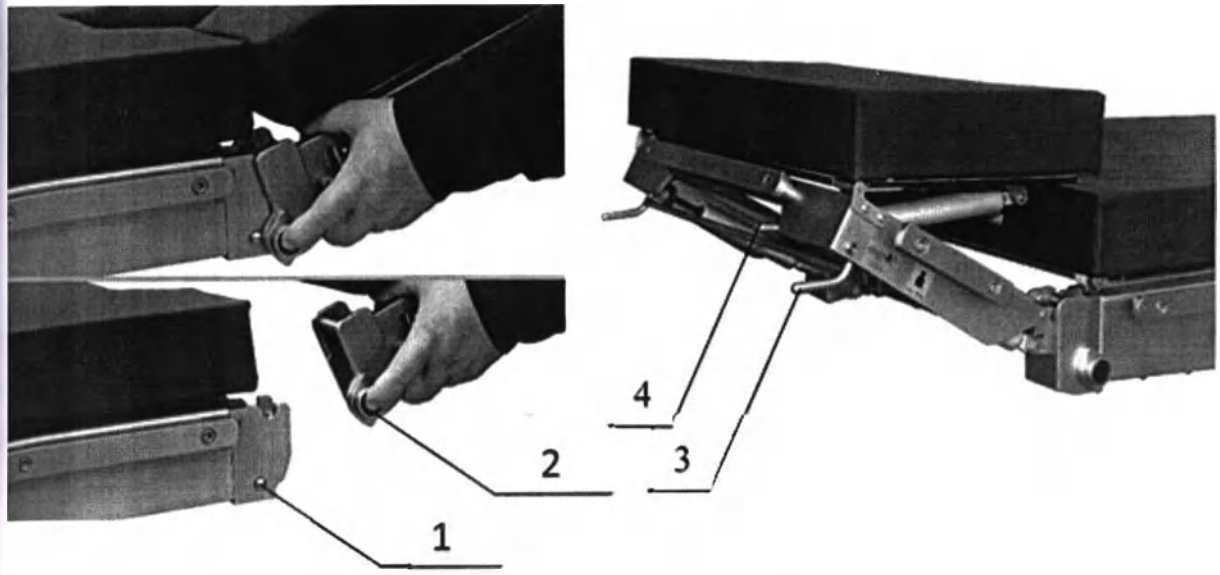

Рисунок 9. Головная секция на газовых пружинах.
- Наденьте зажимы на кронштейны спинной секции и убедитесь что фиксаторы 1 защелкнулись (Рисунок 9);
- Поднимите вверх рукоятку 3, расположенную под головной секцией (Рисунок 9). При этом произойдет разблокирование газовых пружин, и головная секция поднимется вверх. Установите необходимый наклон головной секции и отпустите рукоятку 3.
- Нажмите рукоятку 4, расположенную под головной секцией (Рисунок 9). Произойдет разблокирование газовой пружины, и подушка головной секции совершит второй наклон. Установите необходимый наклон подушки и отпустите рукоятку 4.